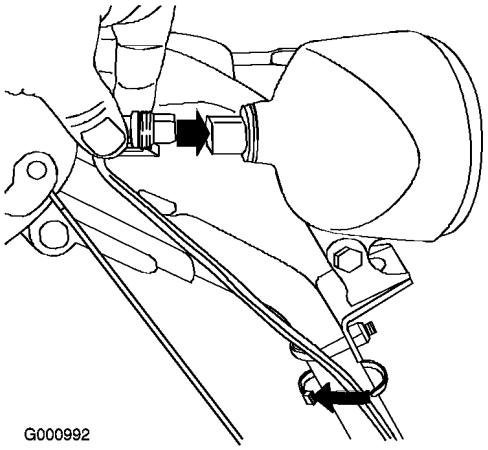

Figura 55
6. Inserite il connettore del cavo nel retro del faro, finché non è saldo (Figura 55).